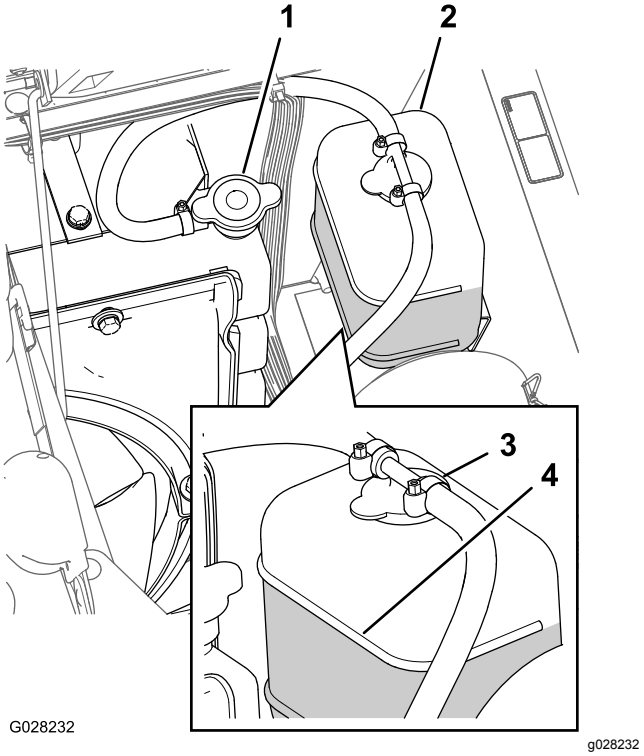

図 82
3. ラジエターと補助タンクのキャップを注意深く開ける図 82
注 ラジエターは補給口の首の上部まで、補助タンクはFULLマークまであれば適正です図 82。
5. 不足であれば補助タンクとラジエター本体に補給するラジエターは首の部分まで、タンクはFULLマークまで入れる図 82。
6. ラジエターと補助タンクのキャップを閉める図 82。
2. エンジンが十分に冷えているのを確認してラジエターのキャップを開ける (図 82)。
6. ラジエターキャップを取る図 82。
8. ラジエターのキャップを軽く締めてエンジンを始動する図 82。
10. 冷却液の温度が上昇したら、ラジエターをキャップの縁まで一杯に満たす 図 82。
11. 補助タンクのキャップを開けて、Coldレベルまで冷却液を補充する図 82。